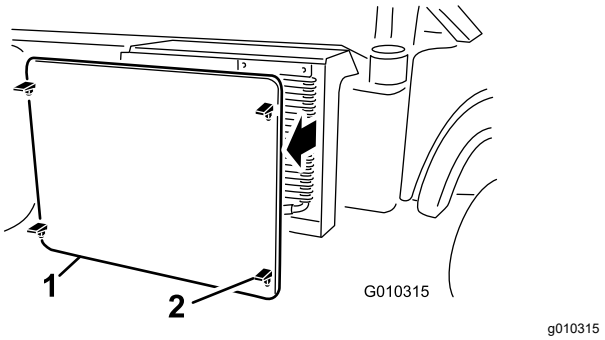

Figur 53
5. Løsne og fjern radiatorskjermen fra forsiden av radiatoren (Figur 53).